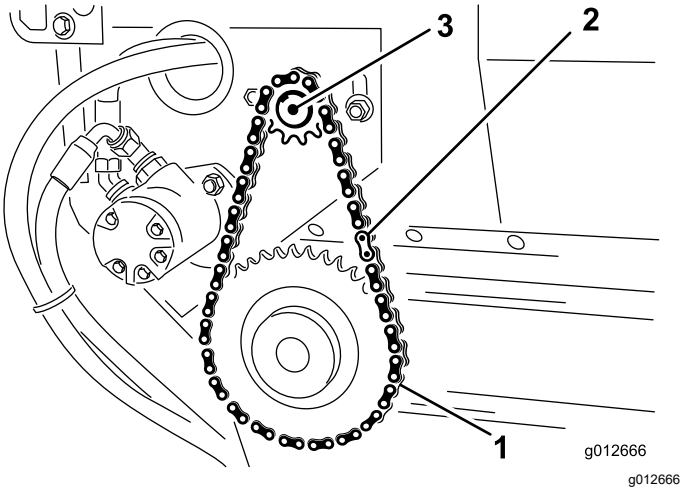

**Figur 38**
1. Monter kjedet på det lille drevet og fest kjedet med hovedleddet (Figur 38).